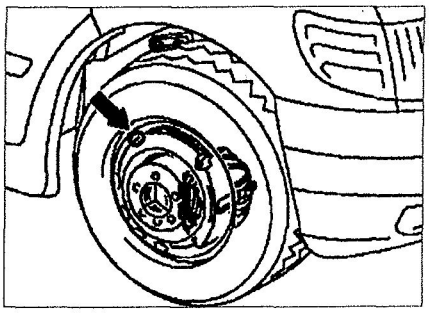

Рис. 1.41. *Проверка толщины* тормозных накладок (одиночные шины).
13. Проверьте толщину тормозных накладок через отверстие в диске колеса (см.рис.1.41). Вставьте щуп в отверстие до упора и измерьте толщину накладки. Максимально допустимый износ составляет 3 мм.